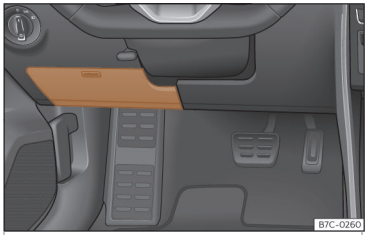

Fig. 45 Vehículos con volante a la izquierda: tapa de la caja de fusibles debajo del tablero de instrumentos del lado del conductor
- *Abrir:* abata la cubierta hacia abajo ››› **fig. 45**.